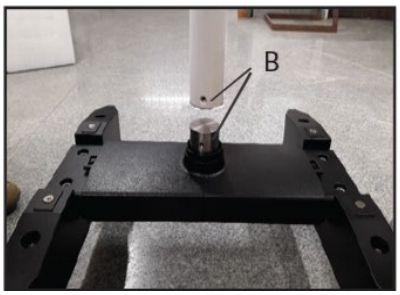
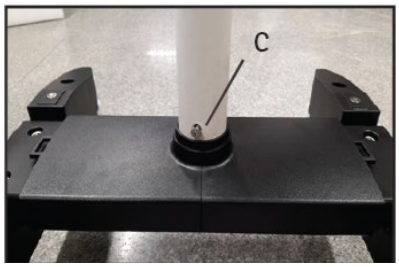

Fig. 35
Fig. 36
1. **Open the Microscope Box. Remove Column from the box. Engage this column onto the shaft. Refer B in Fig.35.**
1a. Align the holes of the column with the threaded holes of shaft Refer B Fig.35 and tighten three allen screws from the sides, as shown as C in Fig.36.